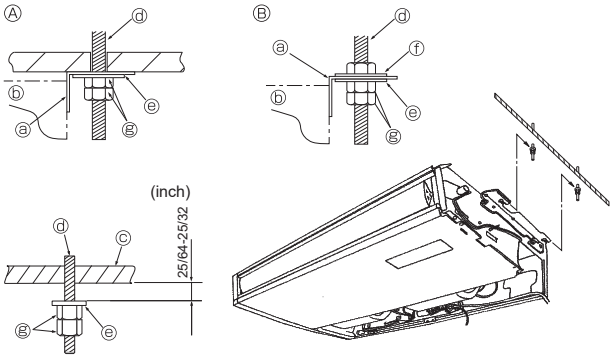

Fig. 3-6
② Si fuerza la rejilla de entrada al abrirla o si la abre a un ángulo superior a 120˚ podría dañar las bisagras.
3.3. Instalación de la unidad interior (Fig. 3-6)